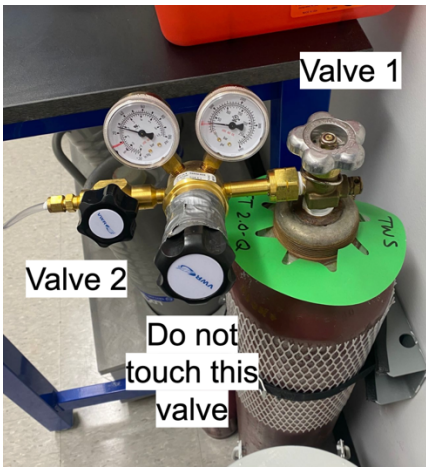

Figure 3. Ethane flow is controlled using valves 1 and 2. Adjust dispensing rate with valve 1.
- The ethane tank is opened using two valves. Use valve 1 to control the flow rate and valve 2 to turn the flow on/off. Do not turn the valve covered in duct tape (Figure 3)
- Close both ethane tank valves (1 and 2 - figure 3).